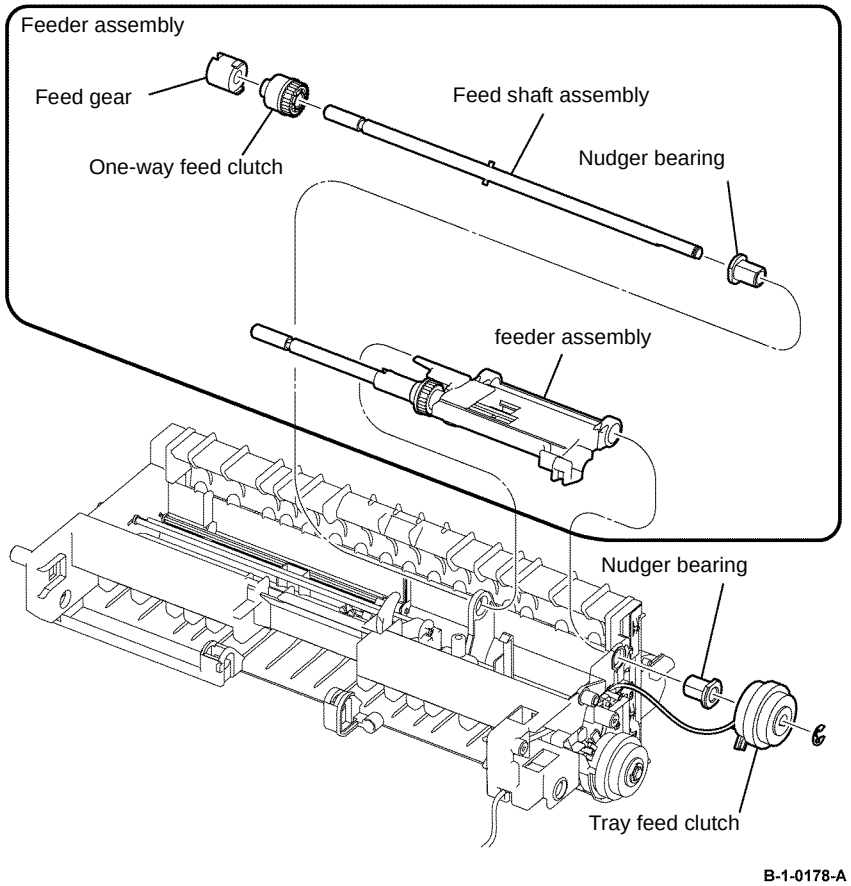

Figure 1 Feeder assembly removal
17. Turn the registration transport assembly upside down, remove the E-ring that fixes the tray feed clutch, then remove the tray feed clutch and nudger bearing, Figure 1.
18. Remove the feed gear, one-way feed clutch, feed shaft assembly and nudger bearing, Figure 1.
19. Remove the feeder assembly, Figure 1.